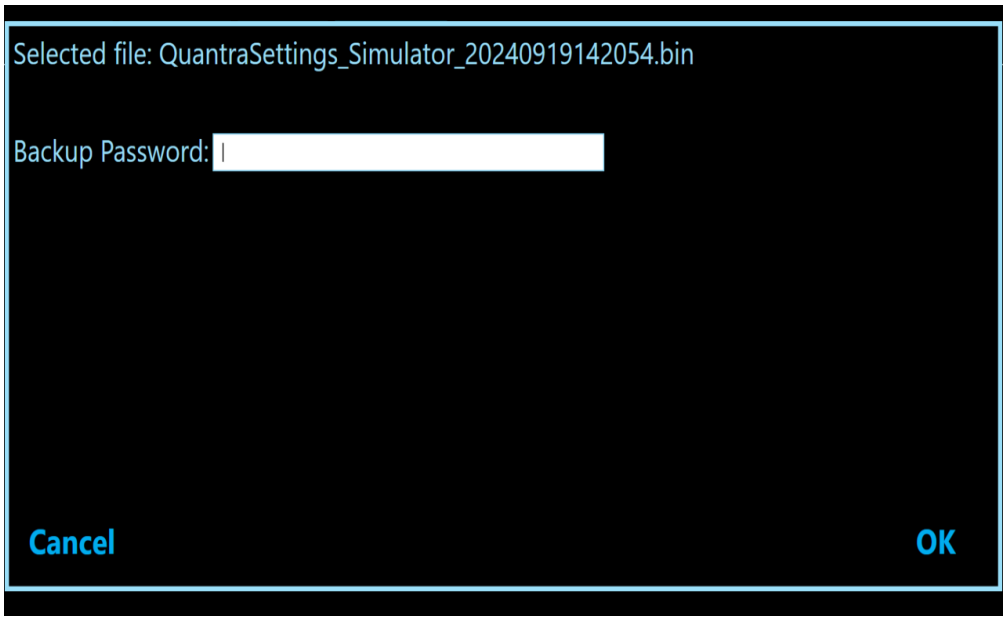

Figure 76. Enter Password for Backup File Screen
2. In the subsequent screen, select the file to restore (Figure 76).